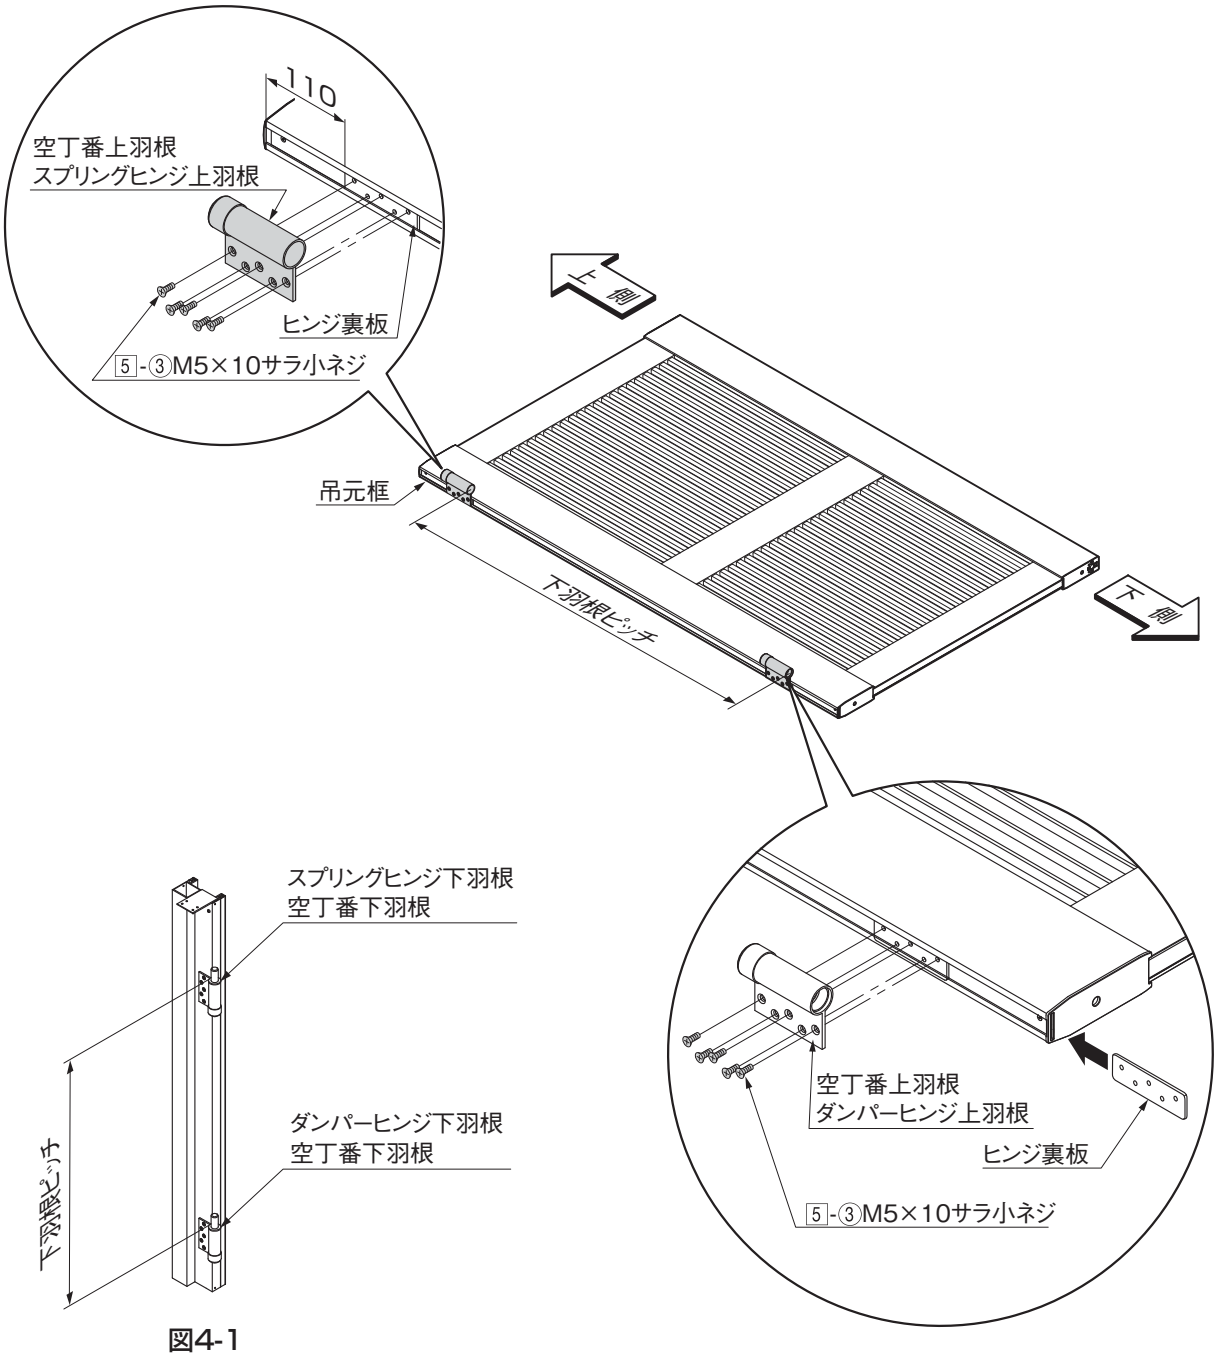

図4-1
❶ ヒンジ裏板を吊元框の下側からスライドして、空丁番上羽根またはスプリングヒンジ上羽根を吊元框上端から110㎜の位置に5-③で固定してください。
❷ ヒンジ裏板を吊元框の下側からスライドして、空丁番上羽根またはダンパーヒンジ上羽根を門柱に取付けた下羽根ピッチで5-③を使って固定してください。（図4-1参照）